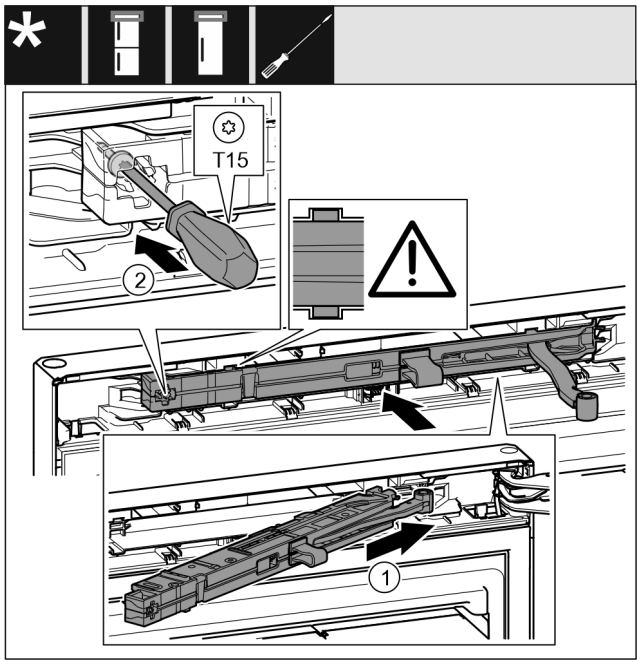

Fig. 22
▶ On the swap bearing block side, slide the closing damper unit *Fig. 22 (1)* into the recess at an angle up to the stop.
▶ Use a screwdriver to tighten the screw *Fig. 22 (2)*.